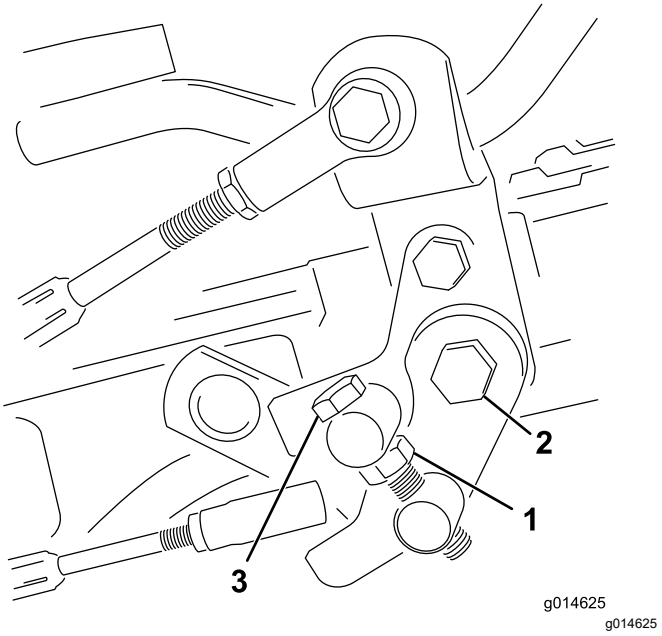

Figuur 40
1. Draai de contramoer op de draaitapbout los (Figuur 40).
4. Draai de contramoer op de draaitapbout en de moer op het scharnierpunt van het pedaal vast om de afstelling te vergrendelen (Figuur 40). Controleer de afstelling en stel nogmaals af indien dit nodig is.